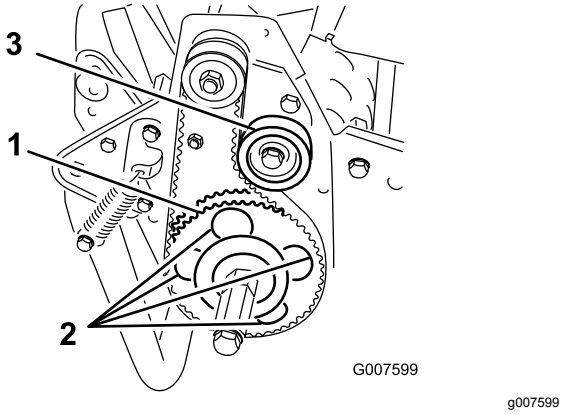

Figur 51
7. Vrid drivskivan tills hålen passar in med de fyra rullagrens flänsskruvar (Figur 51).
11. Justera remspänningen och dra åt mellanremskivans fästskruv (Figur 51).